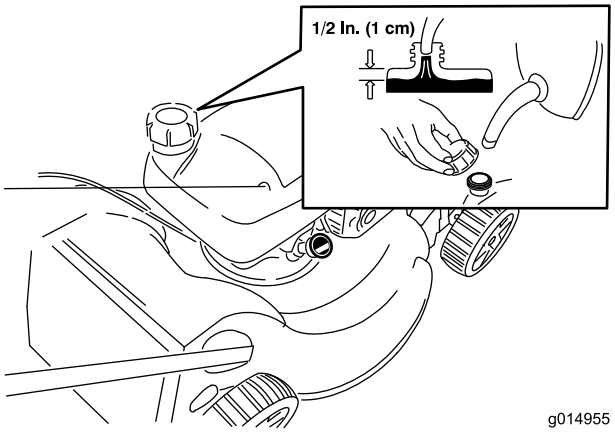

Figur 13
1. Rengör omkring tanklocket och avlägsna locket från tanken (Figur 13).